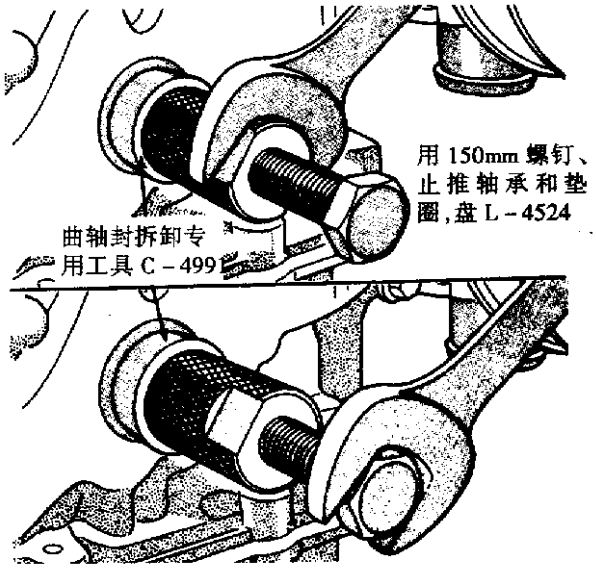

图 3－123　拆卸曲轴油封
①升起汽车，拆下右轮和内挡泥板。
②拆下驱动皮带。
③拆下曲轴皮带轮(见图 3－110)。
④用专用工具 C－4991 拆下油封(图 3－123)。小心不要损坏曲轴密封盖表面。
①用曲轴密封圈安装工具 C－4992(见图 3－113)安装曲轴新油封。
②将密封圈带密封弹簧放入发动机内。安装密封圈直到与盖齐平。
③安装曲轴皮带轮，用盘 L－4524，止推轴